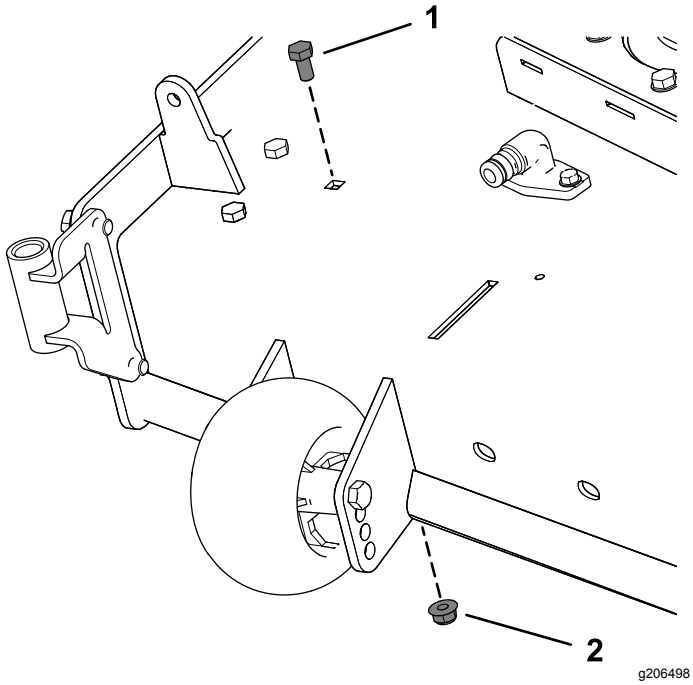

Bild 9
2. Nehmen Sie die vorhandene Schraube und Mutter vom Mähwerk ab (Bild 9).
Entfernen Sie am 137-cm-Mähwerk die Schraube und Mutter, wie in Bild 9 abgebildet.